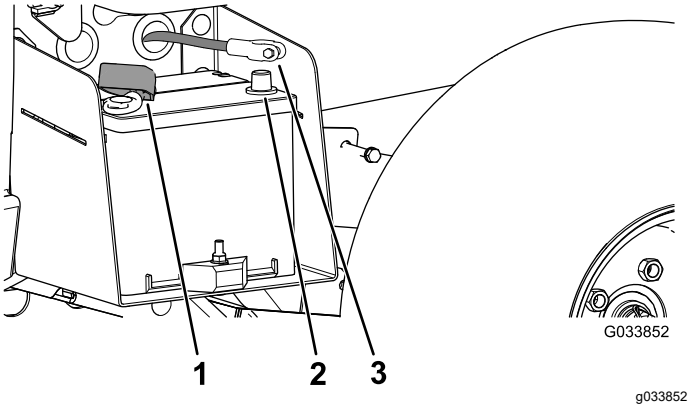

Figur 5
3. Anslut batteriets röda pluskabel till plusanslutningen (+) på batteriet och fäst kabeln med skruvarna och muttrarna (Figur 5).